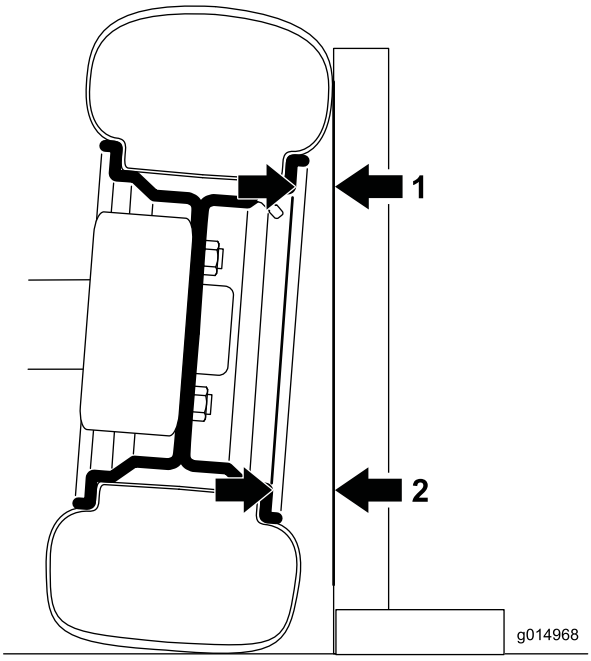

Figura 51
1. Para comprobar la caída, coloque una escuadra de 90 grados en el suelo con el borde vertical contra la cara del neumático (Figura 51).
2. Mida desde la misma zona de la llanta en la parte superior e inferior del neumático hasta la escuadra (Figura 51).